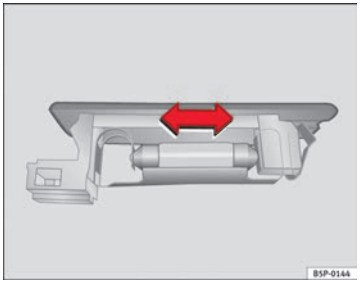

Fig. 158 Luggage compartment light
– Press the bulb sideways and remove it from its housing ⇒ fig. 158. ■